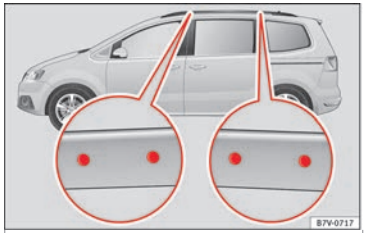

Bild 174 Fästpunkter för takräcken och taklasthållare
Öppningarna för placering befinner sig på insidan av takstängerna på sidorna ››› bild 174.
- **Takräcket ska endast monteras på de punkter som visas i schemat ››› bild 174.**